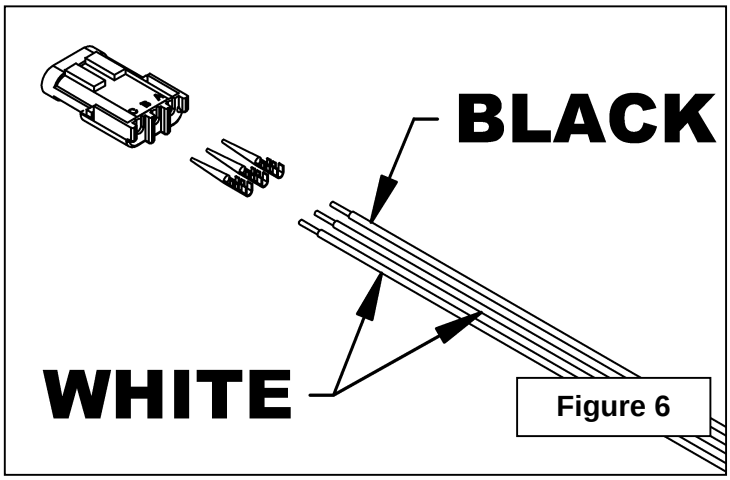

Figure 6
12. Figure 6 : Install the male terminals on the stripped end of the white wires and the black ground wire. Connect those terminals to the three cavity female connector making sure to install the black wire in the "A" cavity.